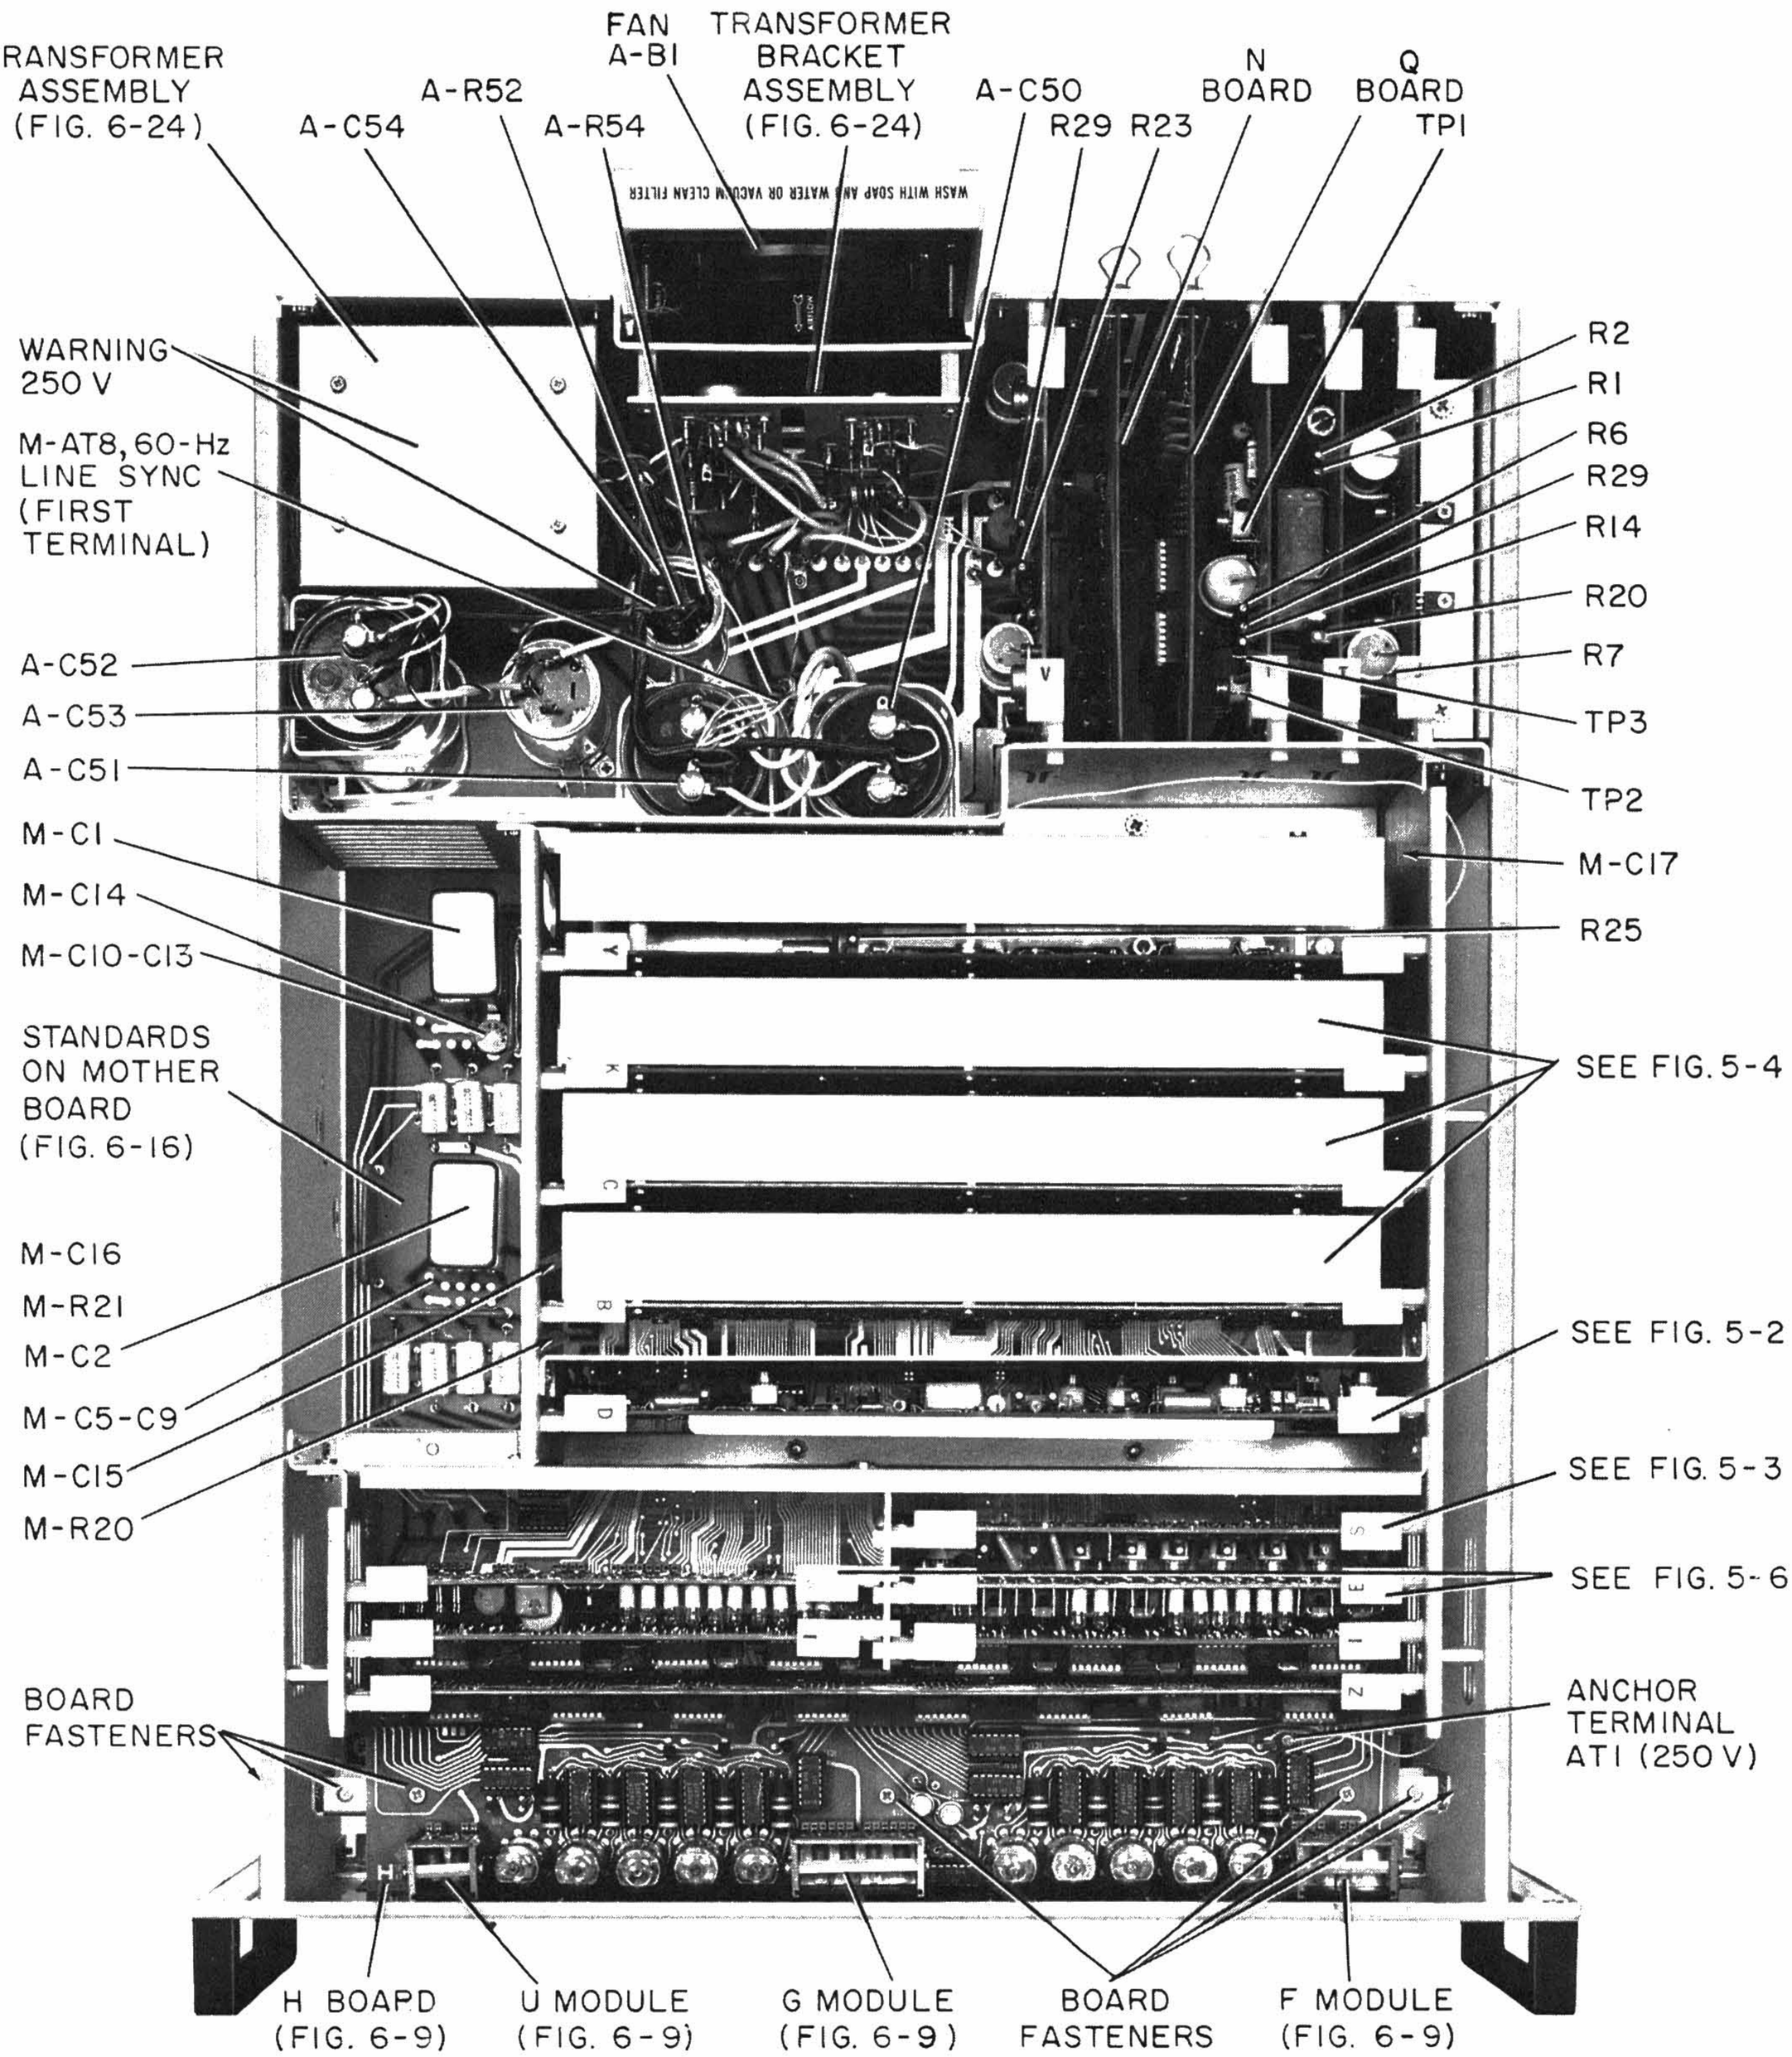

Figure 5-1. Top interior view identifying parts, adjustments, and terminals.
Most of the parts and internal adjustments are on the etched-circuit boards. Figures 5-1 through 5-5 identify the locations of these adjustments and parts. Also shown are the adjustments on the mother (M) board for the capacitive standards.
When the instrument is energized, there is 250 V present at the top of A-C54 (Figure 5-1), at the transformer shield assembly, under the assembly cover, and at anchor terminal AT1 on the H board (Figure 5-1). This voltage is fed to the numerical readout tubes by means of etched lines under the H board. Be careful when the unit is energized and the chassis is out of the cabinet.
a. Carefully disconnect (pull up) the 250-V wire attached to H-board anchor terminal AT1 (Figure 5-1) and touch it to ground to remove any possible charge on capacitor A-C54 at the rear of the chassis.
Reverse these procedures to reinstall the boards. The component side of the intermediate-sized boards at the front of the instrument face the front. The component side of the large boards face the rear and the component side of the small boards at the rear face to the left. Refer to Figure 5-1. ***Make sure the boards are seated properly and securely in the sockets.***
Test points in the form of terminals provide access to significant points in a circuit are on the small- and intermediate-sized boards and on the D board. Most of the boards have the points at the top of the boards. The D and S boards have test points at other areas of the board. The S board must be extended to gain access to these points. The D board test points are available without extending the board. Figures 5-1 through 5-6 identify the points.